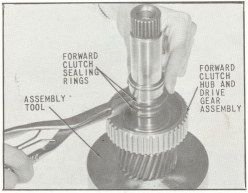

Fig. 43 Installing Forward Clutch Sealing Rings on Drive Gear
39. Install two (2) forward clutch sealing rings in grooves provided on drive gear, (Fig. 43). After installing rings in groove, hook ends and turn rings to insure freedom of rotation.